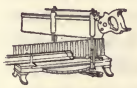
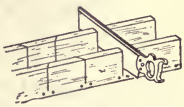

Fig. 16.
Fig. 17.
19. Use of Miter-Box.—Wood may be cut at any angle by laying off the angle with a T-bevel or miter-square and sawing to the line, or more accurately, by the use of the miterbox. The best miter-boxes are made of metal and the saw can be adjusted instantly to any desired angle. See Fig. 16. Wooden miter-boxes may be made as shown in Fig. 17. Such a box provides only for cutting a piece square across, or at an angle of forty-five degrees. As these two angles are most commonly used, this kind of miter-box is convenient. Care must be exercised in making a miter-box to get the angles accurate. Before using a miter-box, it should be fastened to a bench. The saw should not be allowed to cut into the box carelessly.